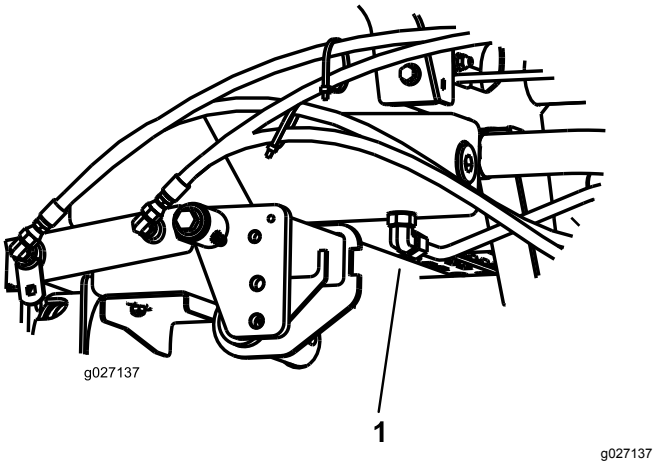

**Figur 72**
3. Plasser et stort tappefat under nippelen som er festet til bunnen av den hydrauliske væskebeholderen (Figur 72).